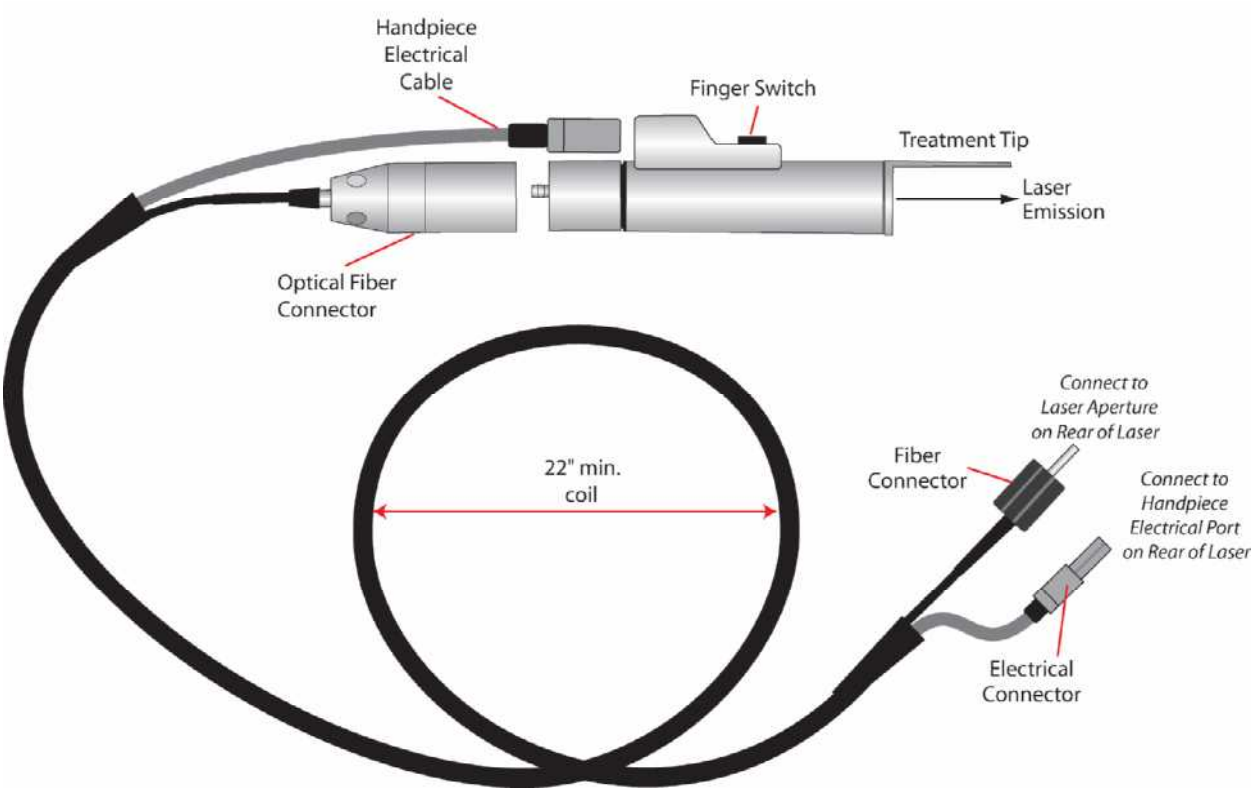

Figure 3–Handpiece
To change handpieces, remove the optical fiber connector to disconnect the fiber from the handpiece, see **Figure 3**. Then disconnect the handpiece electrical cable by pulling it from the handpiece. Connect the new handpiece, and then reconnect the handpiece electrical cable. Be sure to calibrate the laser before initiating treatment with a new handpiece.
- The Finger Switch, an electrical switch located on the handpiece, as shown in **Figure 3.**